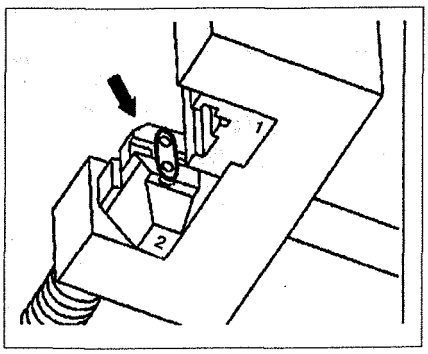

Рис. 2.89. Установите новую наружную плиту (стрелка) в тиски.
8. Установите новую наружную плиту **(стрелка)** в тиски (см.рис. 2.89).